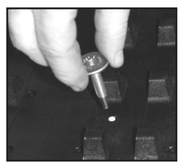

Figure 3
4. Push the stud through the hole from the inside of the track. (figure 3) On the outside of the track, place the domed Digger® support plate over the stud with the cup portion of the hollow dome toward the track, and then place the lock nut on the exposed stud. Thread the nylon locknut onto the threaded stud and turn the nut clockwise with your hand until it no longer turns preventing the likelihood of cross threading. (figure 4) Note: To preserve Woody's warranty, install Woody's® Digger® support plates & follow the installation instructions in the package. The front and side edges of Woody's® Square Digger® support plates must be aligned perpendicular to the edge and lugs, respectively, of the track. (figure 5) Use a Woody's® Indexing Tool for this alignment. Note: When installing Woody's® alternate nuts follow the installation instructions in the package.
4. Enfoncez le crampon dans le trou à partir de l'intérieur de la chenille. (figure 3) Placez la plaque de soutien bombée Digger® (la partie concave du dome creux étant dirigée vers la chenille) puis le contre-écrou sur le crampon exposé à l'extérieur de la chenille. Engagez l'écrou auto-bloquant en nylon sur le crampon fileté et tournez l'écrou manuellement dans le sens des aiguilles d'une montre jusqu'à ce qu'il ne tourne plus, en évitant de fausser le filetage. (figure 4) Note : Afin de préserver la garantie Woody's, installez les plaques de soutien Woody's® Digger® et suivez les instructions d'installation fournies avec l'ensemble. Les bords avant et latéraux des plaques de soutien Woody's® Square Digger® doivent être alignés perpendiculairement au bord et aux talons de la chenille, respectivement. (figure 5) Utilisez l'outil de réglage Woody's® pour effectuer cet alignement. Note : Lorsque vous installez les écrous de rechange Woody's®, suivez les instructions d'installation fournies avec l'ensemble.